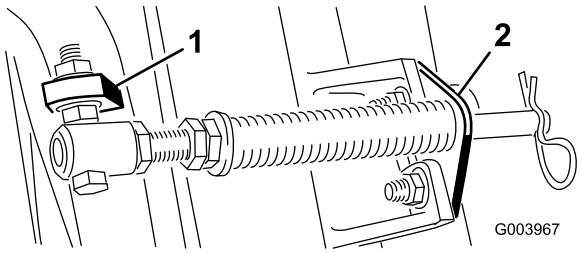
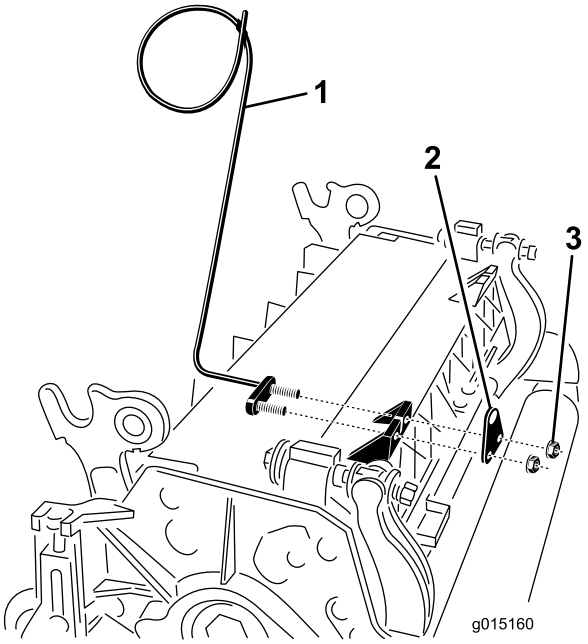

Figure 10
Figure 12
C. Mount the spring tube bolt to the opposite tab on the carrier frame and secure with the flange nut. The bolt head is to be positioned to the outer side of the tab as shown in Figure 10.
D. Mount the rod bracket to the cutting unit tabs with the carriage bolts and nuts (Figure 10). Also, on the #4 (left front) cutting unit, mount the left hand hose guide to the front of the cutting unit tabs when reinstalling the rod bracket (Figure 12).